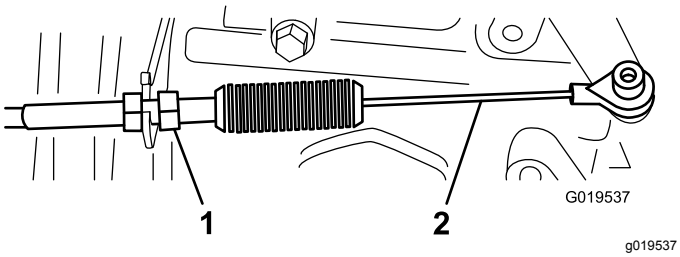
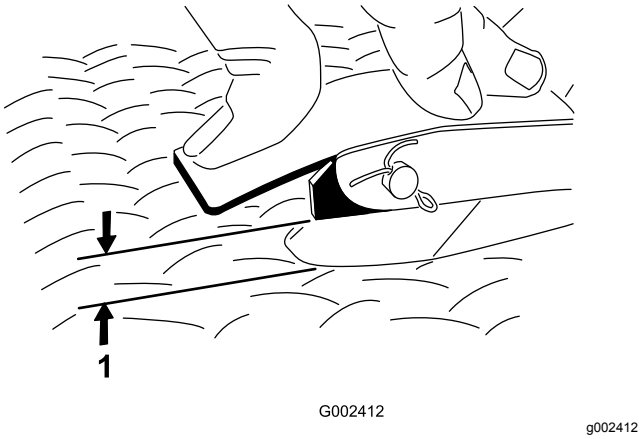

Rysunek 62
Rysunek 63
2. Wyreguluj przegub kulowy na lince pedału przyspieszenia (Rysunek 62) tak, aby uzyskać odstęp od 2,54 do 6,35 mm między ramieniem pedału przyspieszania a górną powierzchnią żebrowanej płyty podłogowej (Rysunek 63), gdy do środka pedału zostanie przyłożona siła 11,3 kg.
3. Dokręć nakrętkę zabezpieczającą (Rysunek 62).